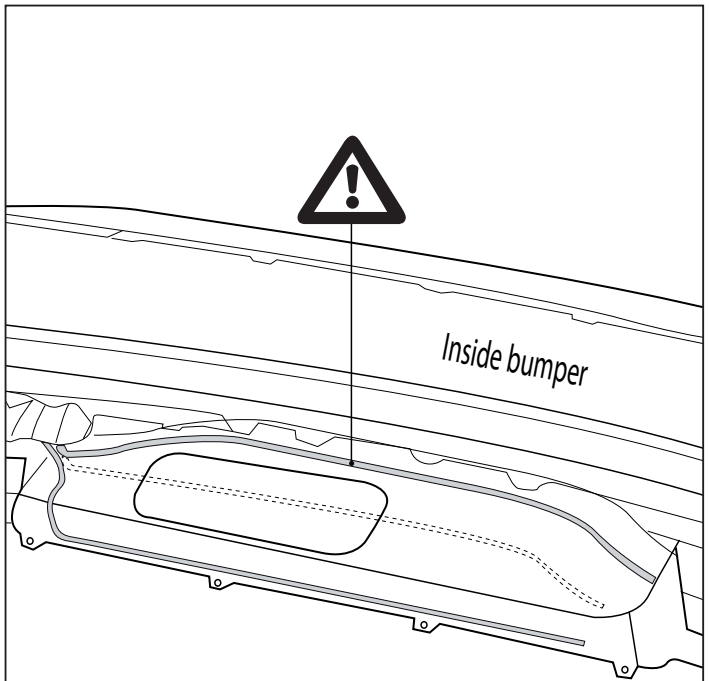

Fig. 2
2. **Внимание, если имеются:** Переместите датчик и установить его с новой двухсторонней лентой. См. рисунок 2